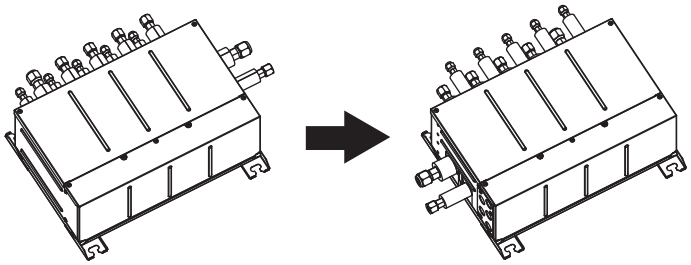

Fig. 4-4
4.1. La dirección de los tubos puede cambiarse (Fig. 4-4)